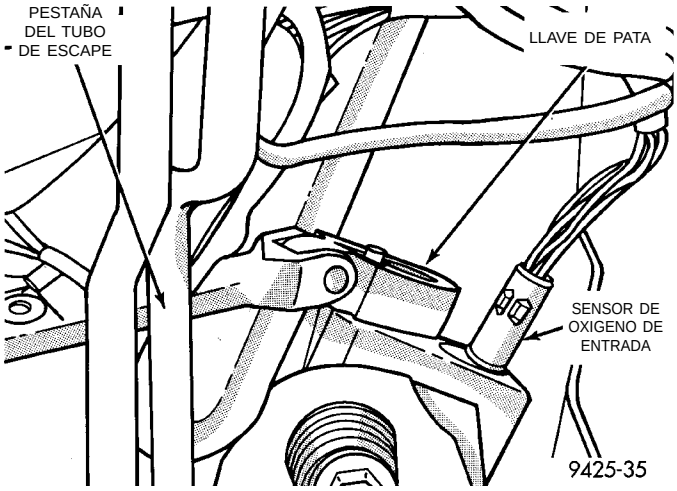

Fig. 100 Desmontaje/instalación del sensor de oxígeno calefaccionado de entrada
(1) Eleve y apoye el vehículo.
(2) Desenchufe el conector del sensor.
(3) Retire el sensor con una llave de pata para sensores de oxígeno tal como la herramienta de calce instantáneo YA8875 o similar (Fig. 100).
(4) Cuando haya retirado el sensor, las roscas del tubo múltiple de escape deben limpiarse con el macho de roscar de 18 mm X 1,5 + 6E. Si utiliza nuevamente el sensor original, recubra las roscas con el compuesto antiagarrotamiento Loctite® 771-64 o equivalente.
(1) Instale el sensor con una llave de pata para sensores de oxígeno tal como la herramienta de calce instantáneo YA8875 o similar (Fig. 100). Apriete el sensor con una torsión de 28 N·m (20 libras pie).
(2) Enchufe el conector del sensor.
(3) Baje el vehículo.
(2) Conecte el mazo eléctrico del sensor en los collarines situados a lo largo del cuerpo.
(3) Conecte el conector eléctrico del sensor.
(4) Baje el vehículo.